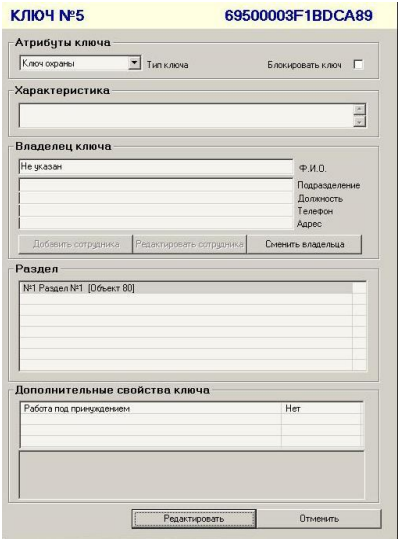

Рис.4
После сохранения идентификатора система откроет форму нового ключа (рис.4).
6. В окне «Ключ №…» (рис.4) выберите тип ключа, характеристику, дополнительные свойства ключа и др. Раздел выбирается автоматически, т.к. в приборе «Кварц-Л» имеется один ШС (зона), находящийся в разделе №1.